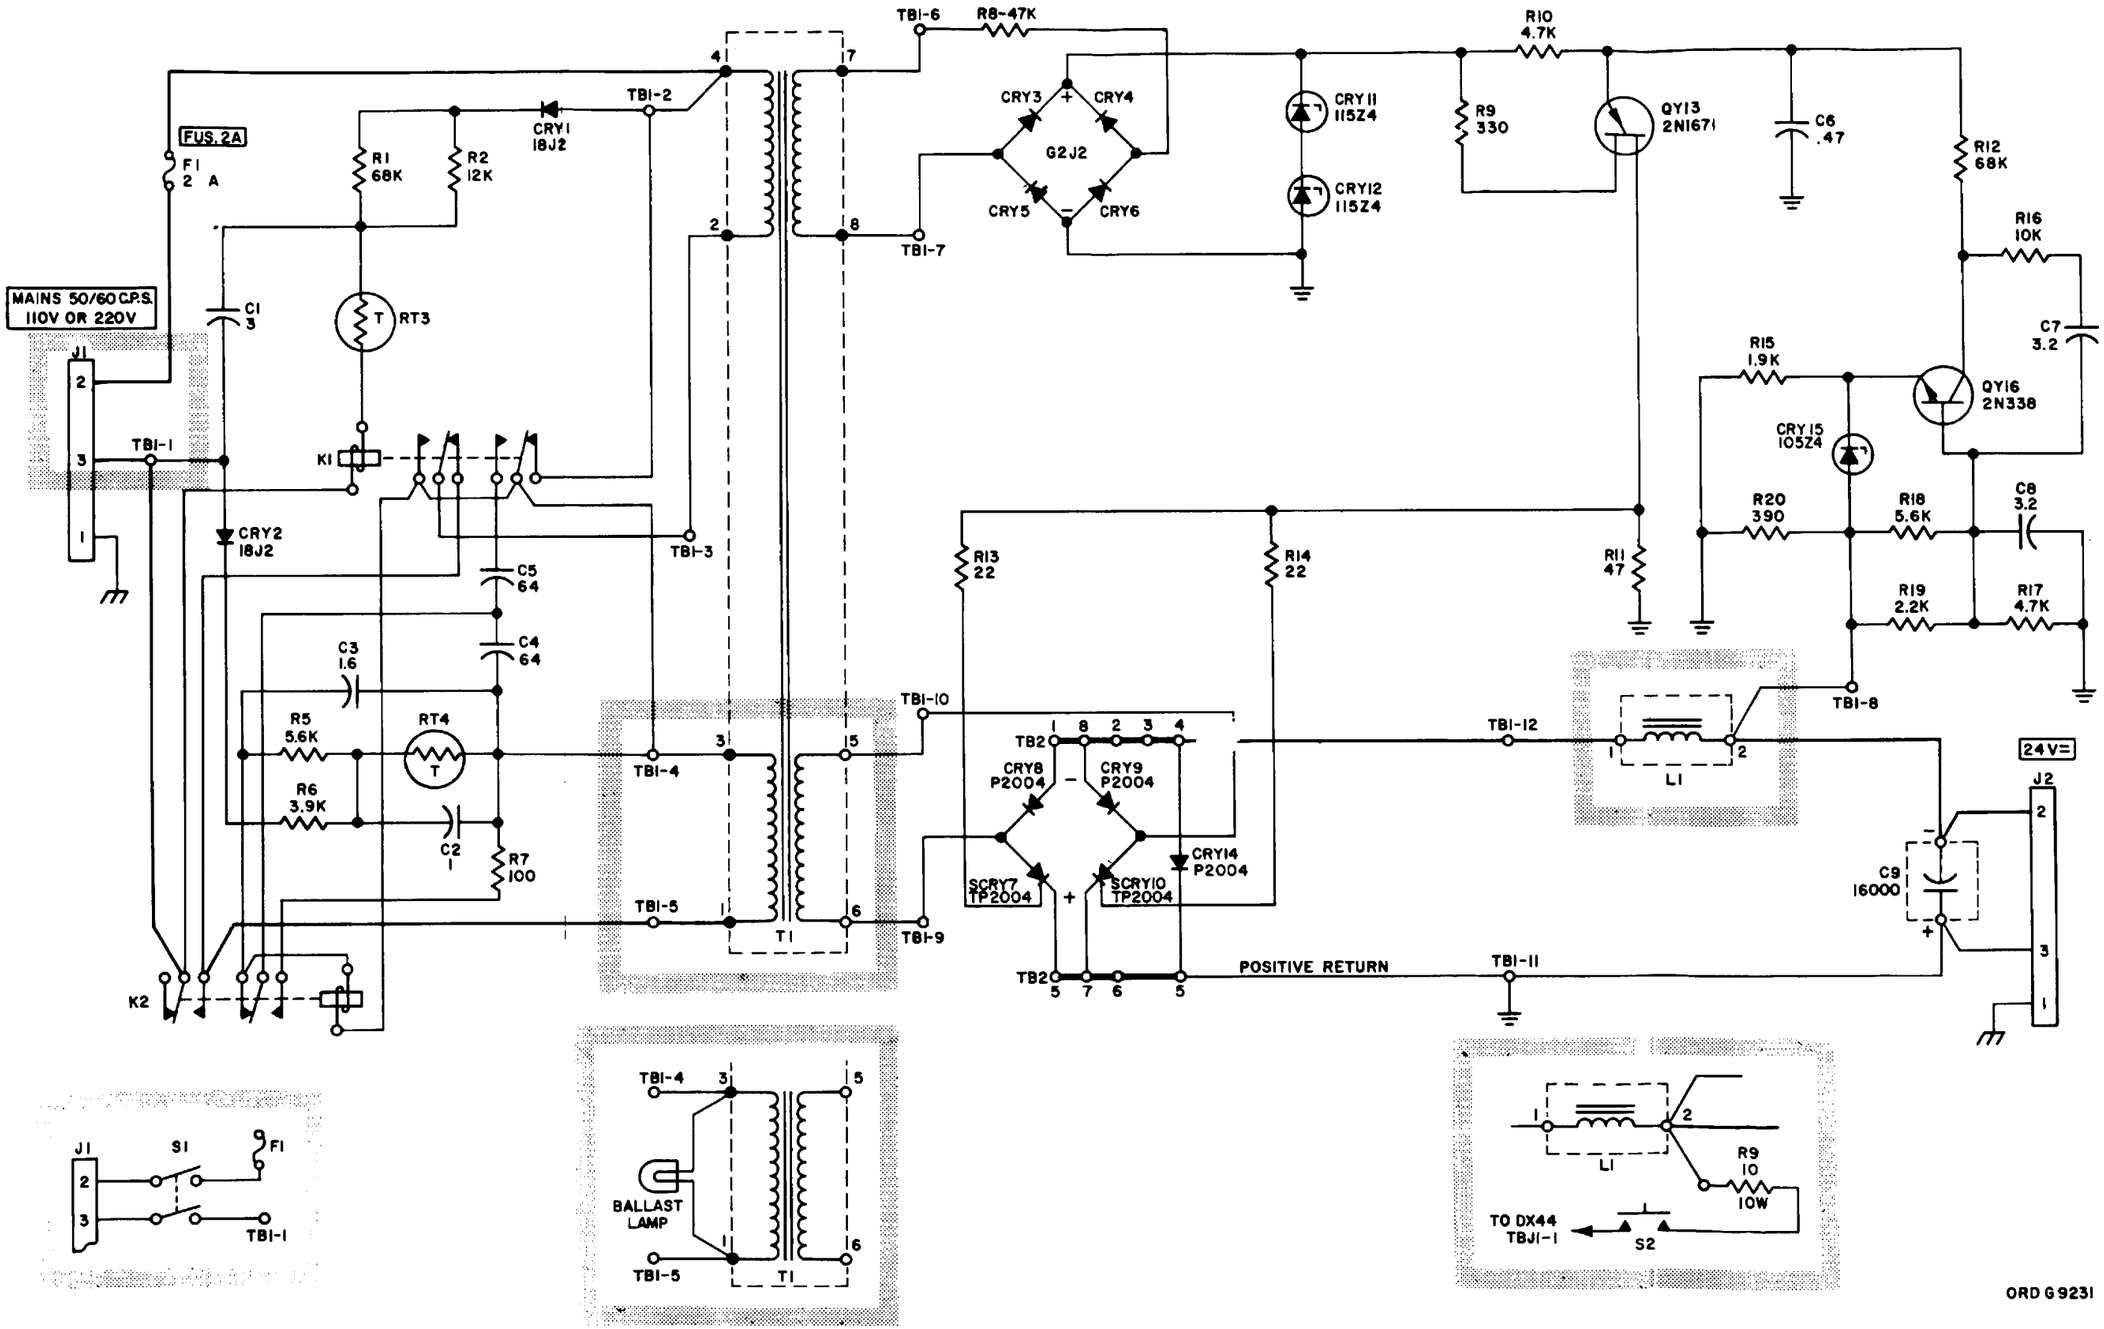

Figure 12. Regulated power supply (24v) schematic.
Apparatus List for Regulated Power Supply Schematic (Fig. 12).
17. Regulated Power Supply (Fig. 12)
Note. Figure 12 is the power supply schematic and parts location diagram; figure 25 shows exploded views of the supply, and figure 33 is the locator view.
c. he regulated power supply (par. 17), rather than being a separate unit, is installed in the base of the projector. For DX-44 use, there are two minor changes in the power supply. A power indicator lamp is added in parallel with one of the transformer windings, and a connection is made from the power supply output ahead of the filter. These changes are shown on figure 12.